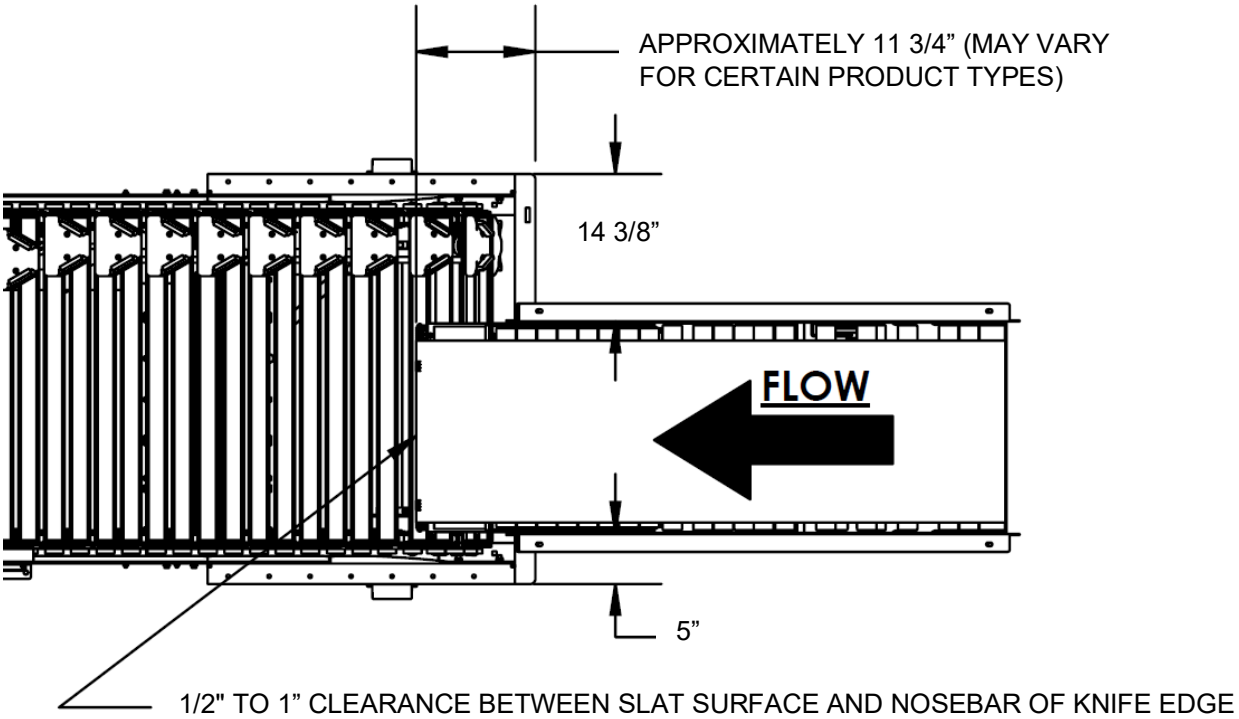

Figure 11-Knife Edge Installation Positioning
2. Recommended placement is shown in Figure 11.
3. The knife edge ships with the belt fully tensioned and the nosebar in a neutral position. The belt is tensioned by measuring between (2) marks on the belt centerline. The marks are 24” apart when the belt is slack (new) and 25-5/8” apart when the belt is fully tensioned. Ensure the marks are present before adjusting the nosebar or changing the belt tension.